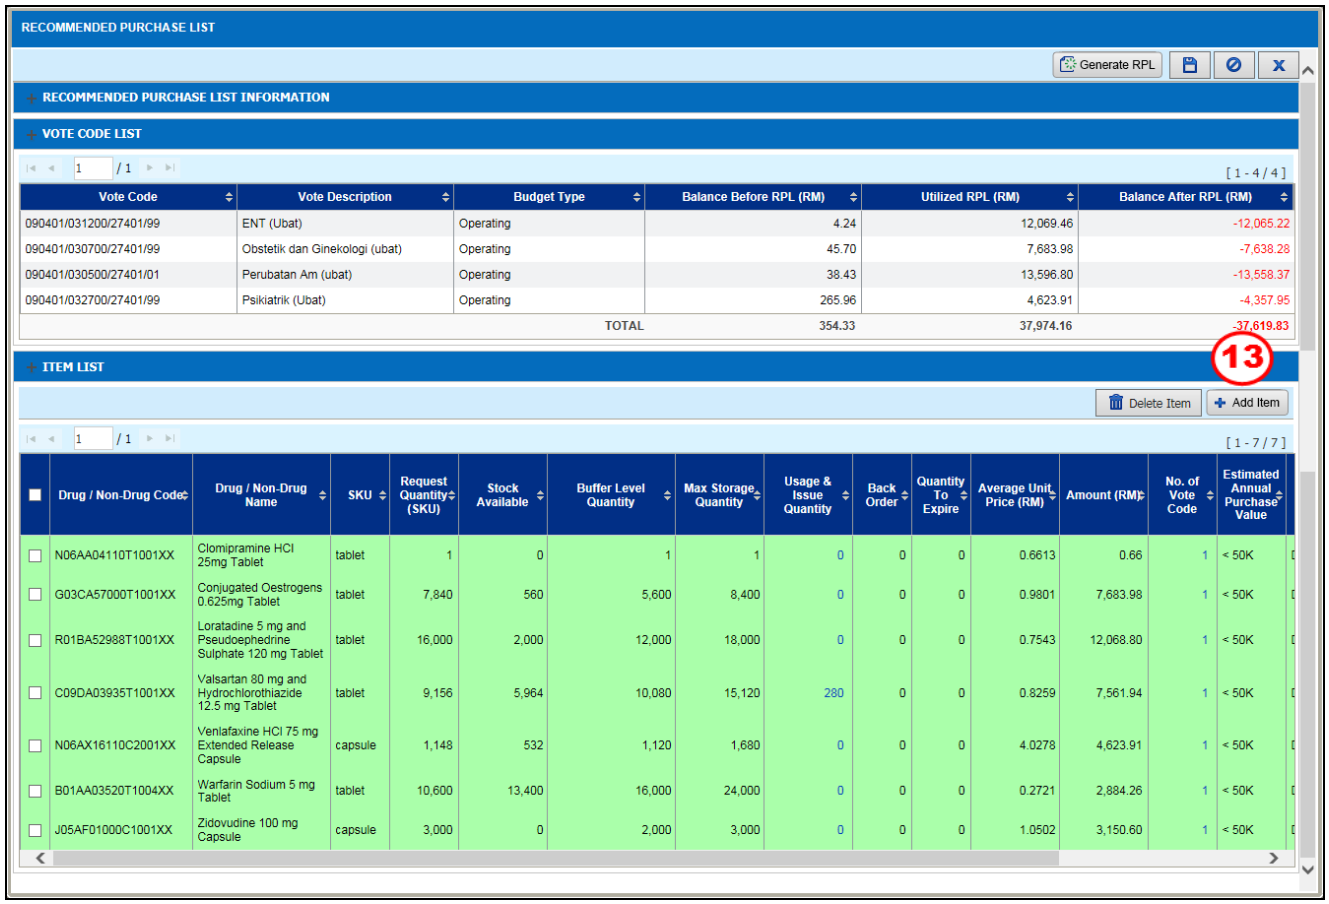

Figure 3.2-18 Recommended Purchase List
- *After save, system will go back to main screen as shown in Figure 3.2-18*